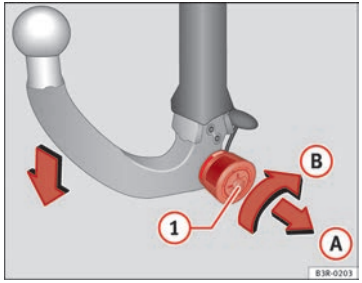
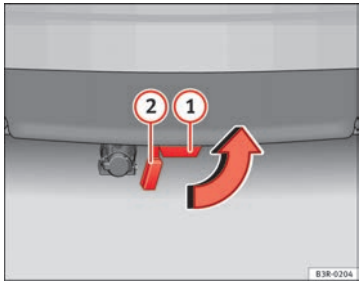

Fig. 170 Removable towing bracket: Removing the ball joint
Fig. 171 Rear bumper: fitting the cover piece
– Insert the key in the lock (1) ⇒ fig. 170 on the knob.
– Take hold of the ball joint and pull out the knob in direction (A).
– Keep hold of the knob and turn it as far as it will go in direction (B).
– Pull the ball joint down out of the mounting fixture (1) ⇒ fig. 171. The cover piece will cover the mounting fixture automatically (2).